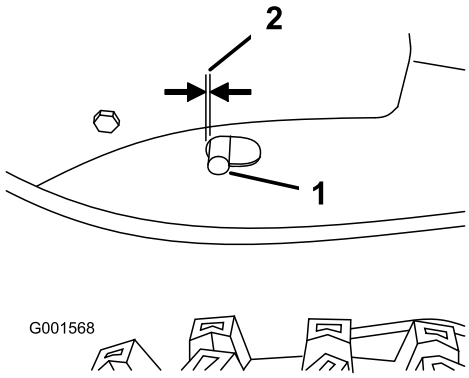

Figure 30
2. Lorsque le levier de commande de déplacement est désengagé, vérifiez la goupille située dans la fente allongée à gauche de la machine, au-dessus du pneu (Figure 30).
Remarque: L'avant de la fente et le bord avant de la goupille doivent être distants de 6 mm (Figure 30).